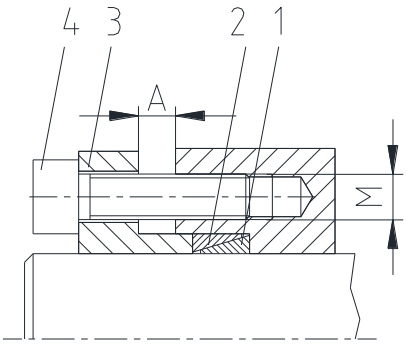

Bild 9: **Einbauform 1**
- Schrauben gleichmäßig stufenweise über Kreuz auf das aus Tabelle 2 ermittelte Anziehdrehmoment T_A anziehen. Vorgang ist so oft zu wiederholen bis das Anziehdrehmoment bei allen Spannschrauben vorliegt. Den verbleibenden Spalt A auf Gleichmäßigkeit prüfen (siehe Bild 9 und 10).